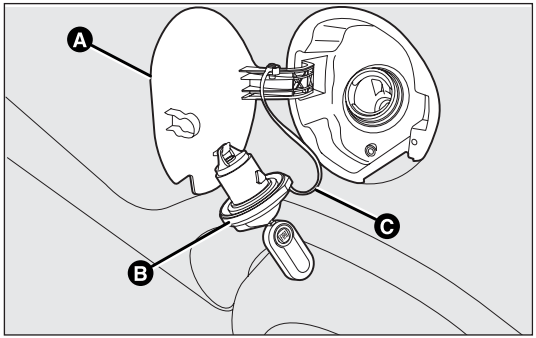

fig. 109
FUEL TANK CAP fig. 109
1) Open the flap A-fig. 109 by pulling it outwards, keep the cap B still, insert the ignition key in the lock and turn it anticlockwise.